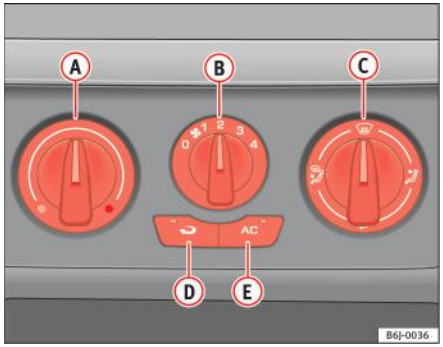

Fig. 90 Butoanele pentru climatizare de pe planşa de bord
– Deconectați sistemul de răcire cu ajutorul butonului ⇒ fig. 90 AC (lampa integrată în buton se stinge).
– Rotiți selectorul de temperatură (A) pentru a seta temperatura dorită în habitaclu.
– Utilizați butonul pentru distribuția aerului (C) pentru a seta configurația dorită pentru fluxul de aer: (spre parbriz), (spre piept), (spre spațiul pentru picioare) şi (spre parbriz şi spațiile pentru picioare).
Activarea modului de recirculare a aerului (butonul ⇒ pagina 127, fig. 90 cu lampă de avertizare integrată) previne pătrunderea mirosurilor puternice din exterior în automobil, de exemplu la traversarea unui tunel sau în blocajele în trafic.